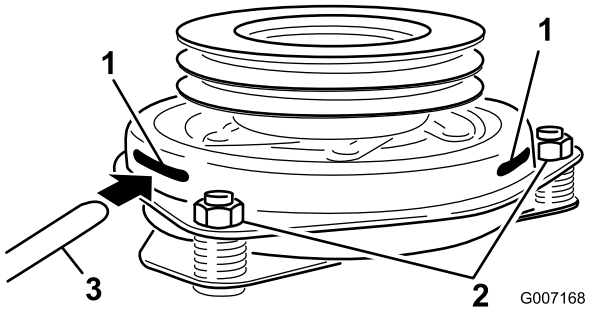

Figur 54
att bladmåttet förs in mellan beslaget och rotorns friktionsytor (Figur 54).
10. Dra åt låsmuttrarna tills du känner ett motstånd i bladmåttet, men ändå kan röra det inom luftgapet (Figur 54) utan problem.